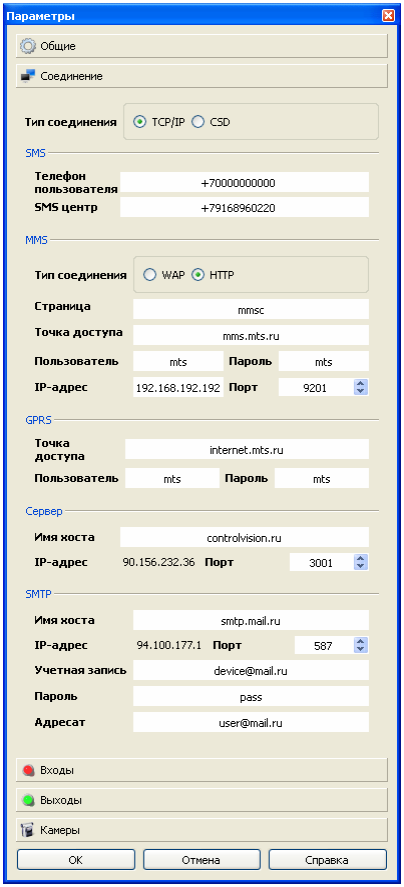

Рис. 21. Группа «Соединение» вкладки «Параметры»
11. Разверните группу «Соединение» вкладки «Параметры» (рис. 21).